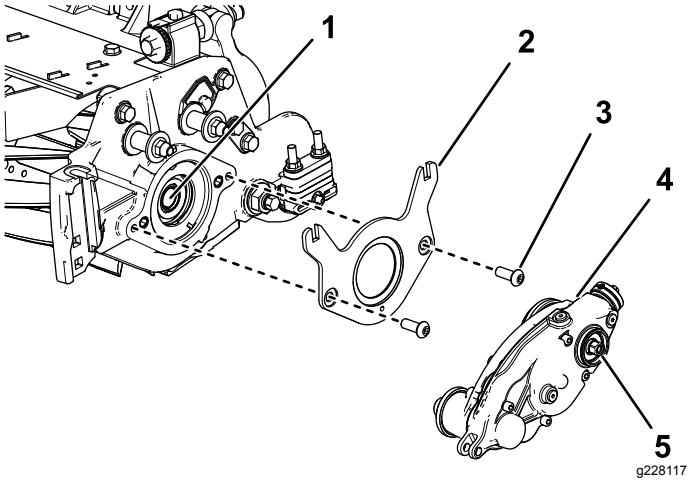

Figure 8
2. Fixez le support de masse sur le cylindre au moyen de 2 boulons à tête ronde hexagonale creuse (⅜" x ¾"), comme montré à la Figure 8.
3. Appliquez du frein-filet moyenne résistance (tel que Loctite® 243 bleu) sur le filetage de l'arbre de cylindre interne (Figure 8).
4. Fixez le boîtier d'entraînement du groomer sur l'arbre du cylindre (Figure 8) à l'aide de la tête hexagonale du boîtier d'entraînement du groomer.